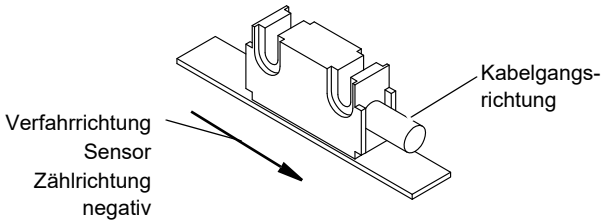
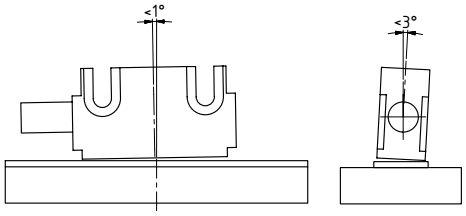

Abb.2-5: Definition der Zählrichtung
Abb.2-7: Maximale Fluchtungsfehler
- Der Sensor wurde nicht entsprechend ☞ Abb.2-5: und ☞ Abb.2-7: ausgerichtet.